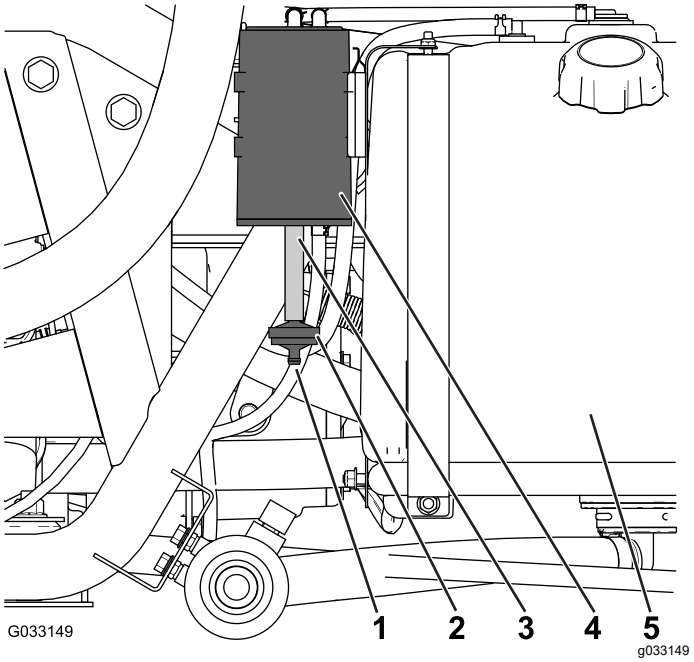

Figuur 47
Inspecteer de opening onderaan het luchtfilter voor de koolstofhouder en zorg ervoor dat deze vrij is van vuil en verstopping (Figuur 47).
1. Verwijder de geribde aansluiting van het koolstofhouderfilter van de slang onderaan de koolstofhouder. Verwijder het filter (Figuur 47).